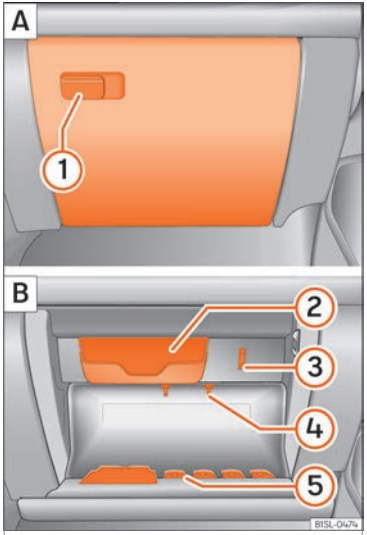

Fig. 124 Storage compartment with cover on the passenger side
Pull the lever to *open* ››› Fig. 124 ①.